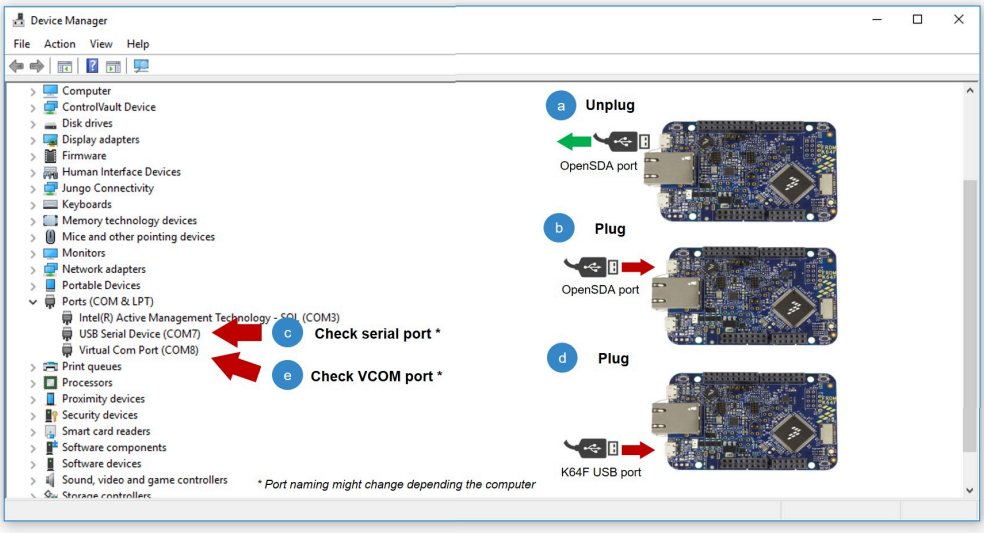

Figure 59. Check VCOM and serial ports
5. The serial and VCOM ports should be recognized by your Device Manager. To check that the ports are recognized, follow the steps indicated in Figure 59: